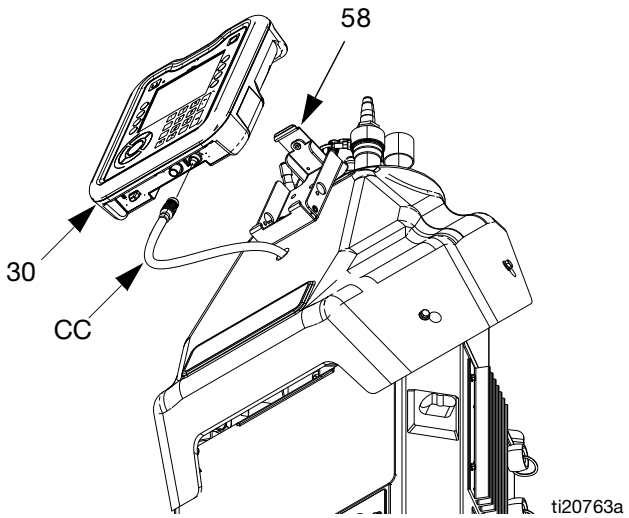

**FIG. 48**
2. Disconnect cable (CC) from bottom of ADM (30). See FIG. 48.
3. Remove ADM from bracket (58).